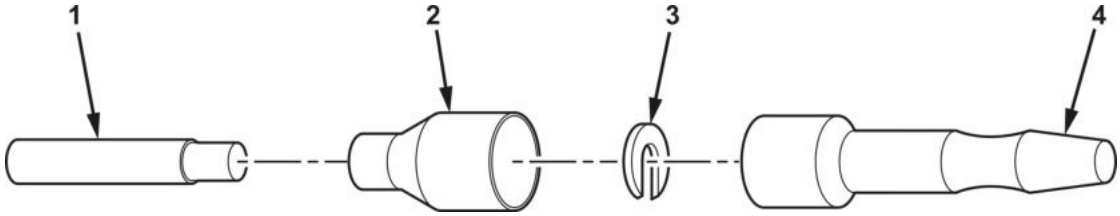

Figure 4. Male Cable Connector Replacement.
1. Strip insulation from cable (Figure 4, Item 1) equal to depth of ferrule (Figure 4, Item 4).
2. Slide shell (Figure 4, Item 2) over cable (Figure 4, Item 1) and remove C-washer (Figure 4, Item 3).
3. Insert cable (Figure 4, Item 1) into ferrule (Figure 4, Item 4) well, and crimp.
4. Place C-washer (Figure 4, Item 3) at crimped junction, and slide shell (Figure 4, Item 2) over C-washer and ferrule.
Rivet (WP 0072, Figure 4, Item 2)